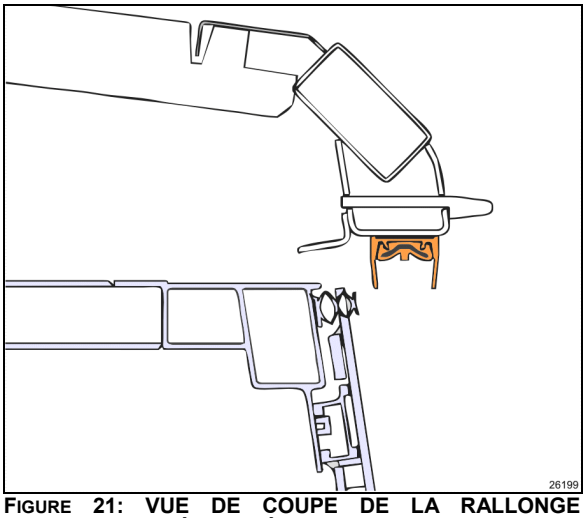

FIGURE 21: VUE DE COUPE DE LA RALLONGE COULISSANTE RÉTRACTÉE DE 2"
Ne pas trop rétracter la rallonge coulissante. Rétracter juste au-delà du joint racleur. (Figure 21)
12. En suivant la procédure de contournement manuel paragraphe 5, déplacer la rallonge coulissante sur 2 po vers l'intérieur du véhicule, juste assez pour que le joint devienne accessible depuis l'extérieur (Figure 21).